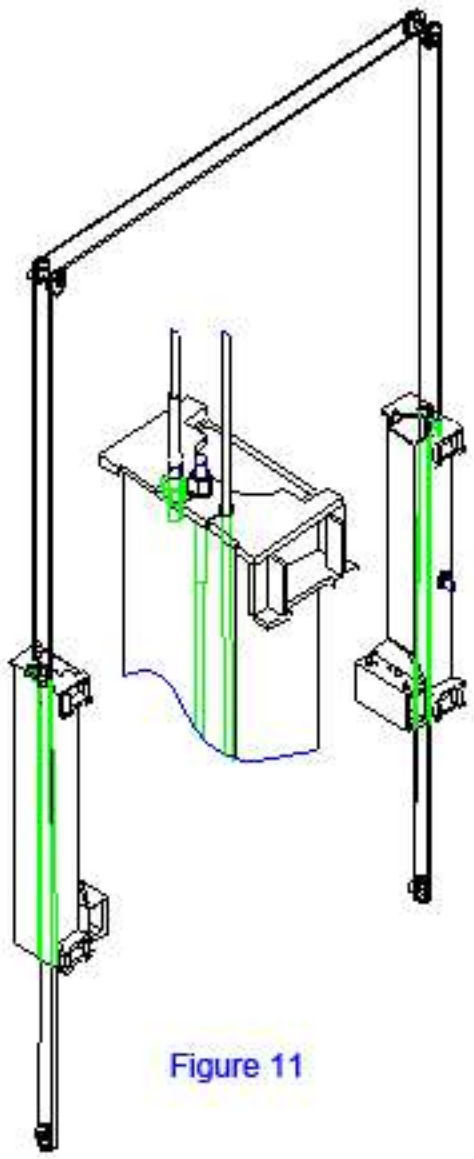

Figure 11
B. One end of each cable should already be connected to each carriage. Feed the other end of the cable behind the main-side hose and through the top of the leg (Figure 11).